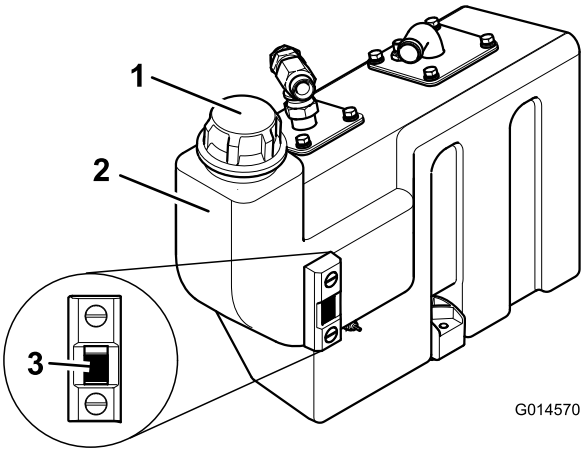

Figur 29
3. Hvis der er behov for mere hydraulikolie, rengør da området omkring påfyldningsstudsen og hydrauliktankens dæksel (Figur 29), og fjern dækslet.